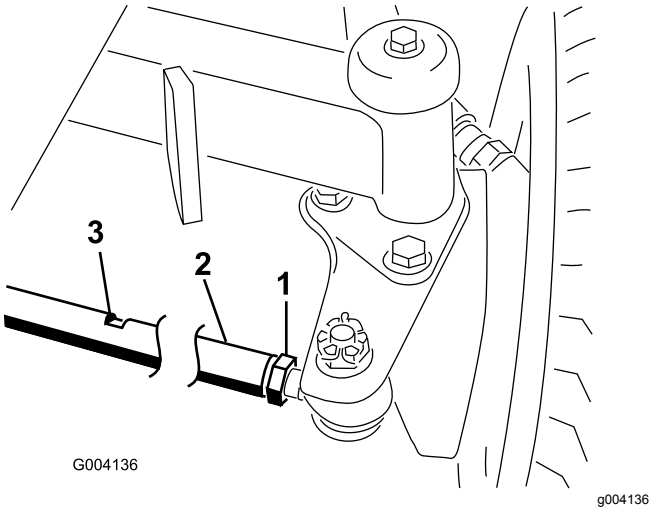

Figur 55
2. Løsn kontramøtrikken for hver ende af forbindelsesstangen (Figur 55).